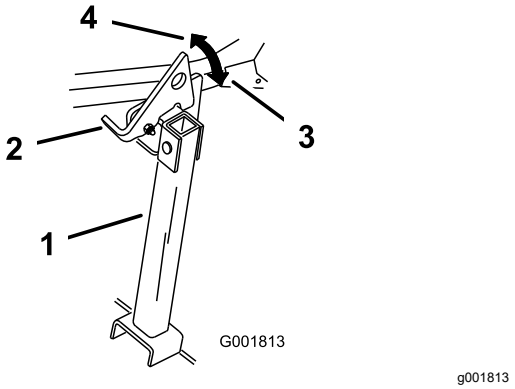

Rysunek 44
2. Unieś zaczep, aby go odblokować (Rysunek 44).